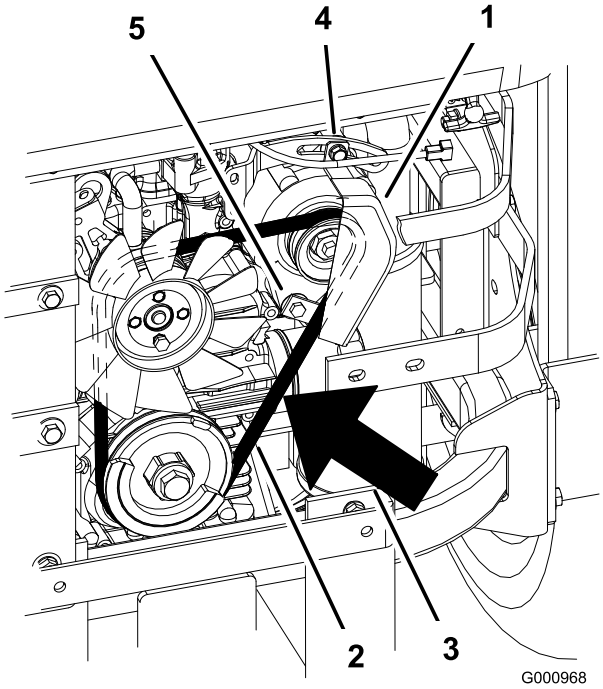

Figur 62
7. Løsn den nederste bolt, og fjern den øverste bolt, der holder generatoren og dækslet (Figur 62).
9. Før en ny rem rundt om remskiverne og generatoren (Figur 62).
14. Løsn den nederste bolt, og fjern den øverste bolt, der holder generatoren og dækslet (Figur 62).
2. Juster generatoren til ydersiden, indtil der er 7–9 mm afbøjning i remmen mellem motoren og generatorens remskiver med en kraft på 10 kgf (Figur 62).
5. Hvis bøjningen er korrekt, skal den nederste og øverste bolt strammes (Figur 62).